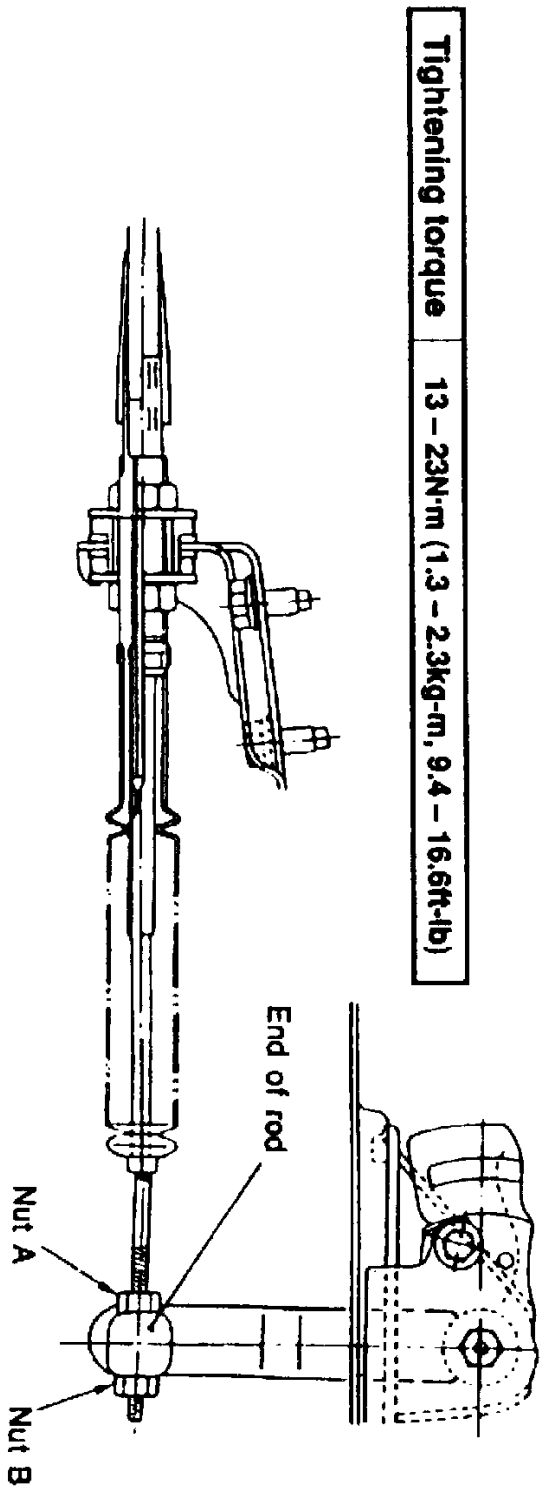

Fig. 20 Selector Cable Neutral Position Adjustment
2. Push nut (A) toward the lever end **Fig. 20**, then adjust inner cable with nut (B).